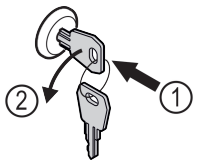

Fig. 185
▶ Introduceți cheia prin apăsare. *Fig. 185 (1)*
▶ Rotiți cheia cu 90° în sens invers acelor de ceasornic. *Fig. 185 (2)*